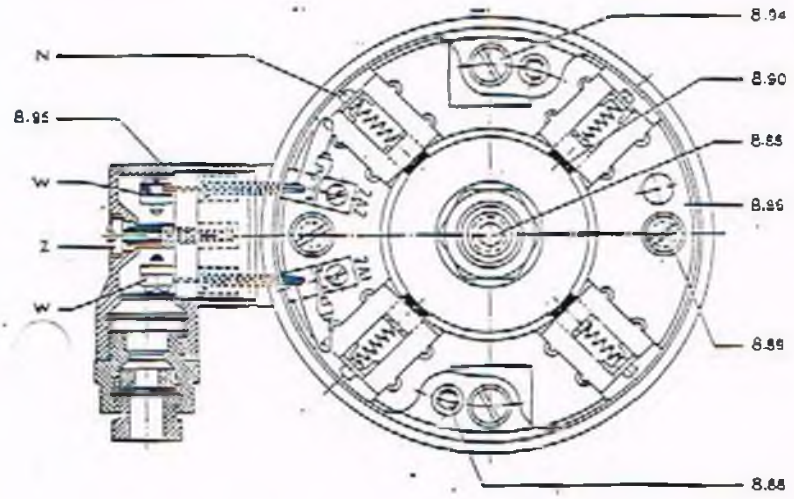

Fig. 3a
GTA 9.06/420 K (fig. 3a): le raccordement a lieu au moyen du connecteur (8.95) à l'extérieur de la carcasse. Dévisser la vis de fixation M3 (Z) et retirer le connecteur. Extraire de ce dernier la plaque portant les bornes (W) (fixation par encliquetage). Faire passer les conducteurs par le presse-étoupe et les raccorder aux bornes 2A1 (positive) et 2A2 (négative). Lors de la mise en place de la plaque à bornes (pouvant être tournée de 180°), veiller à ce que les arcades de contacts soient en position correcte et retirer les conducteurs avec précaution.
GTA 9.06/420 K (fig. 3a): La conexión eléctrica se efectúa a través del suplemento conector (8.95) exterior a la carcasa. Para quitar el suplemento conector soltar el tornillo M3 (Z). Sacar la placa de conexión con los bornes (W) (encajacos). Meter el cable por la atornilladura y conectarlo a los bornes 2A1 (positivo) y 2A2 (negativo). Al colocar la placa de conexión (girable 180°), observar la correcta posición de las cuchillas y estirar los cables con cuidado.